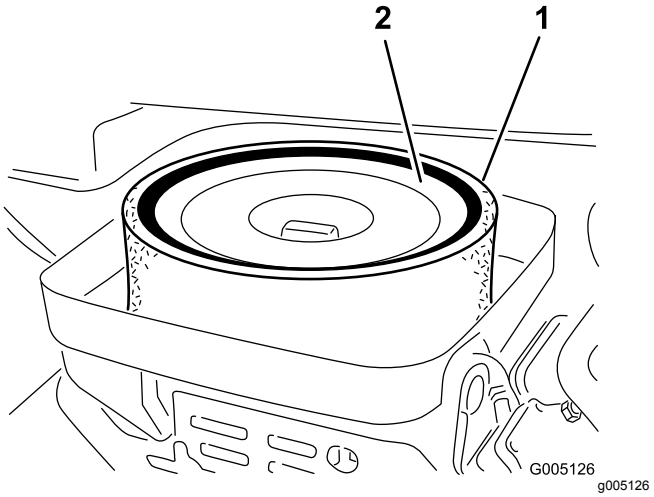

Figur 37
3. Ta bort vingmuttern som fäster delarna vid luftrenarhuset (Figur 37).
4. Ta bort skumgummidelen från pappersinsatsen om den är smutsig (Figur 37). Rengör den ordentligt på följande sätt: